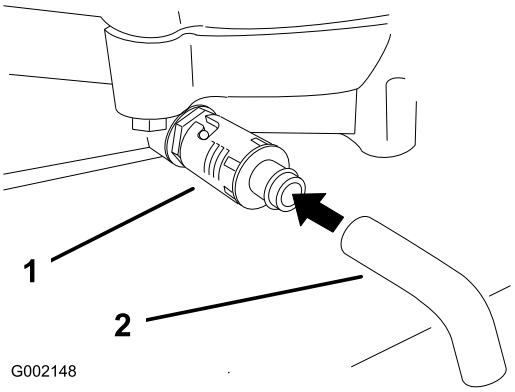

Figuur 21
4. Plaats een opvangbak onder de aftapplug. Draai aan de aftapplug om de olie in de bak te laten lopen (Figuur 21).